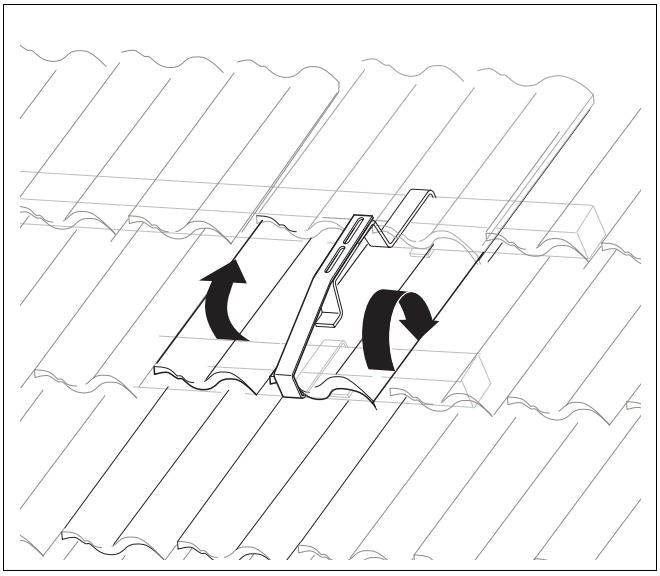

Afb. 22 Bijkomende dakhaken aanbrengen
- Hef de betroffen dakpan op (afb. 22).